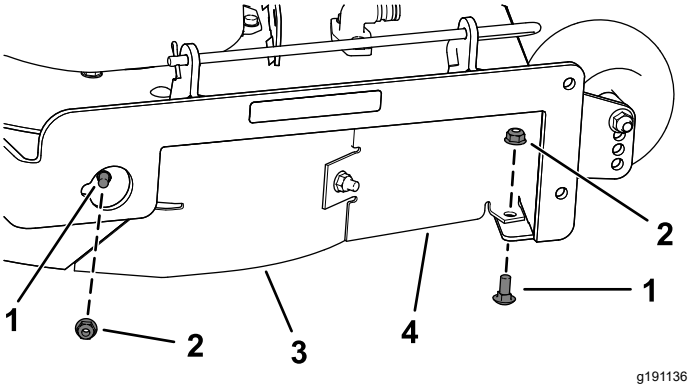

Figur 14
7. Ta bort de två vagnsskruvar (5/16 x 3/4 tum) och låsmuttrar (5/16 tum) som fäster den monterade högra skärmen och skärmskyddet vid klippdäcket (Figur 14).